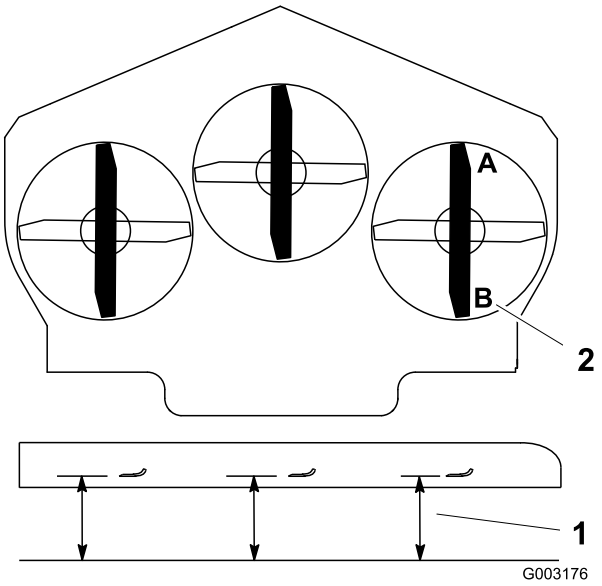

Figuur 69
1. Zet het rechter maaimes in de schuinstand (Figuur 69).
2. Meet het rechtermes bij punt **A**. Meet de afstand tussen een horizontaal oppervlak en de snijrand van het maaimes (Figuur 69).
4. Meet het rechtermes bij punt **B**. Meet de afstand tussen een horizontaal oppervlak en de snijrand van het maaimes (Figuur 69).
6. Het maaimes moet 6 tot 10 mm lager staan bij punt **A** dan bij punt **B** (Figuur 69). Indien dit niet het geval is, gaat u als volgt te werk.